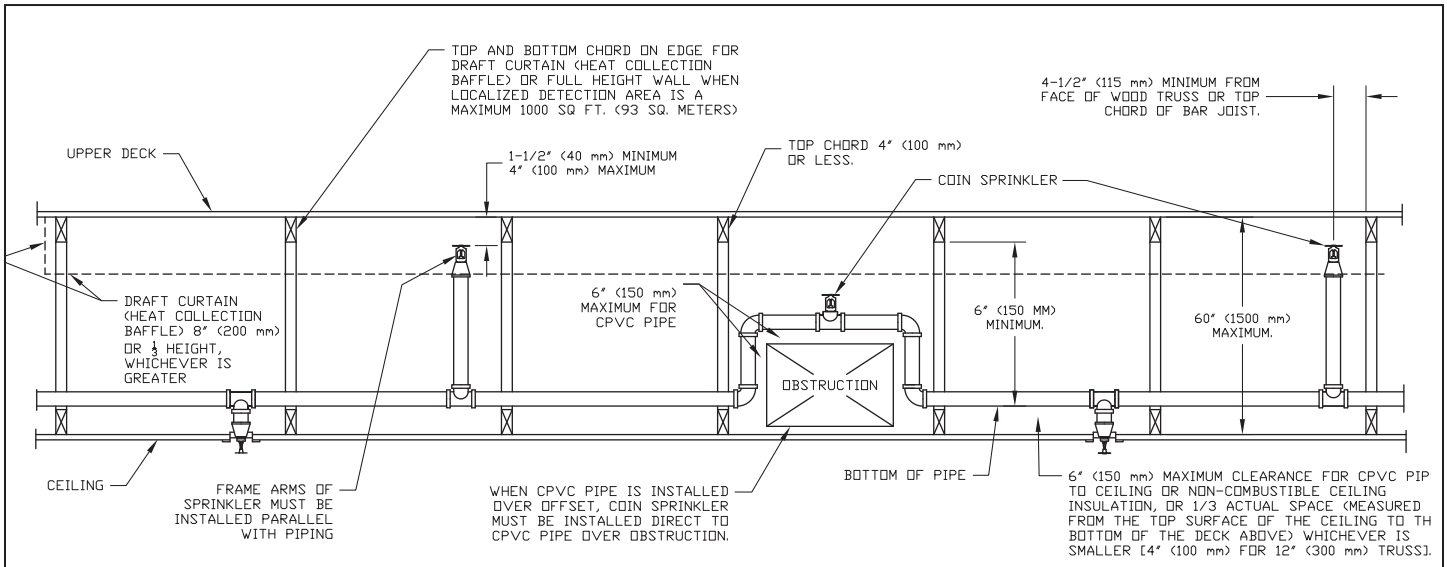

Figure 3: Open Wood Truss and Open Web Steel Joist Construction Using CPVC Pipe (Cross Section View)
Open Wood Truss and Open Steel Joist Construction (Figure 3):
- 1-1/2" to 4" (40 - 100 mm) below upper deck for Open Wood Truss and Open Steel Open Joist Construction Using CPVC Pipe (see Figure 3).
Where CPVC pipe must be installed above the maximum distance of 6" (150 mm) or 1/3 of the total space, whichever is smaller, above the ceiling or non-combustible insulation when piping around obstructions, additional COIN® Sprinklers must be installed as shown in Figures 3, 4, and 5 in order to protect the CPVC product.